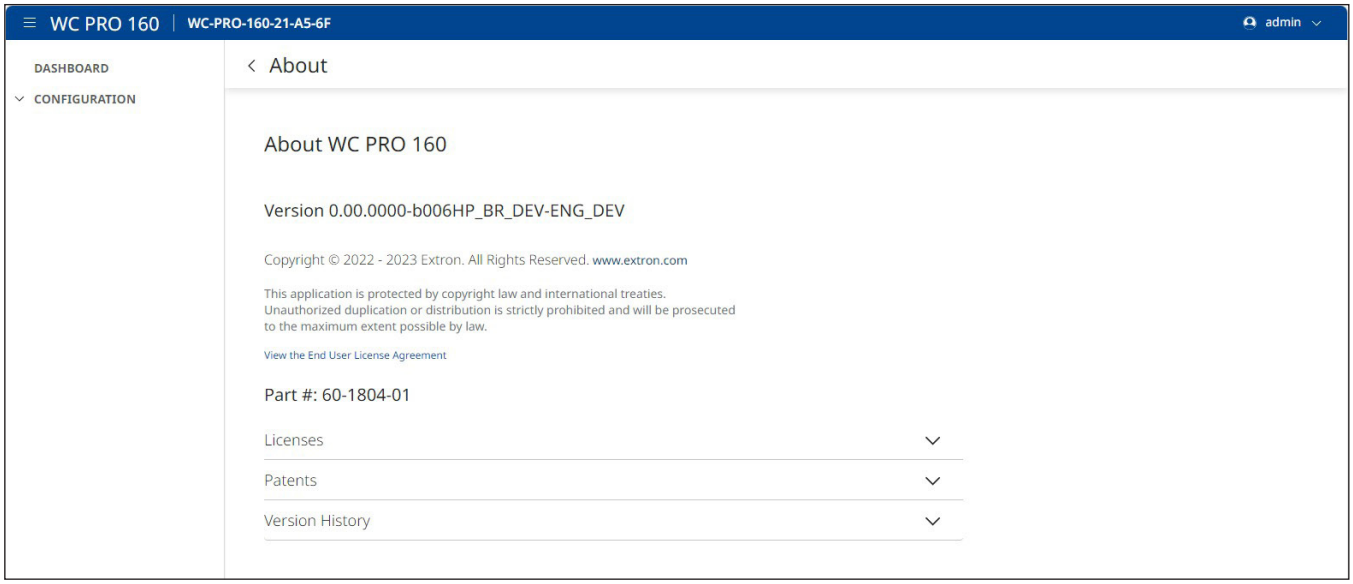

Figure 40. About the WC Pro 160 Dialog Box
Click on the **`About`** link (see **figure 29**, ❿ on page 39) to open the `About` dialog box (see figure 40) to view general information about the WC Pro 160, such as the firmware version, copyright, part number, licenses, patents and web page version. Click on the **`View the End User License Agreement`** link to view the user license.